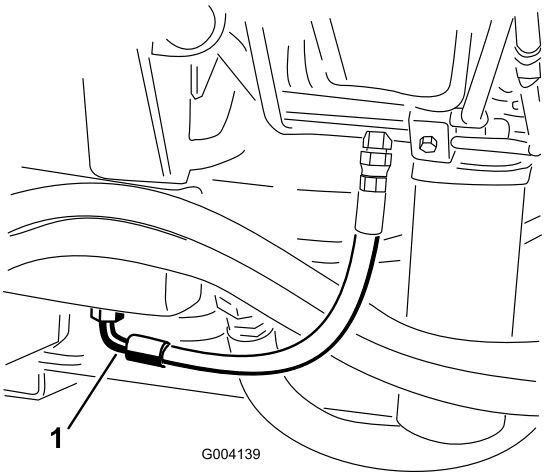

Figur 68
2. Anbring en stor bakke under stykket, der sidder i bunden af hydraulikvæskebeholderen (Figur 68).